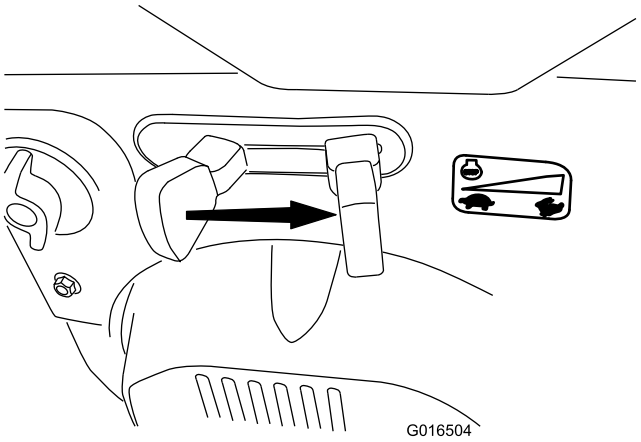

Figur 29
6. Sett gassen til Hurtig-stilling (Figur 29).